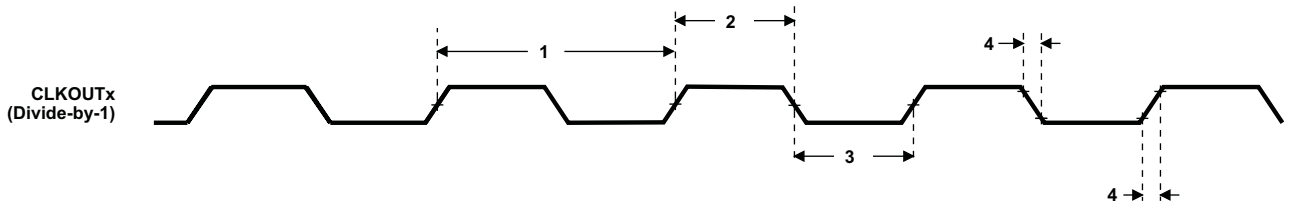

Figure 8-16. CLKOUTx Timing
Table 8-19. Switching Characteristics Over Recommended Operating Conditions for CLKOUTx (CLKOUT0 and CLKOUT1)(1) (2) (see Figure 8-16)